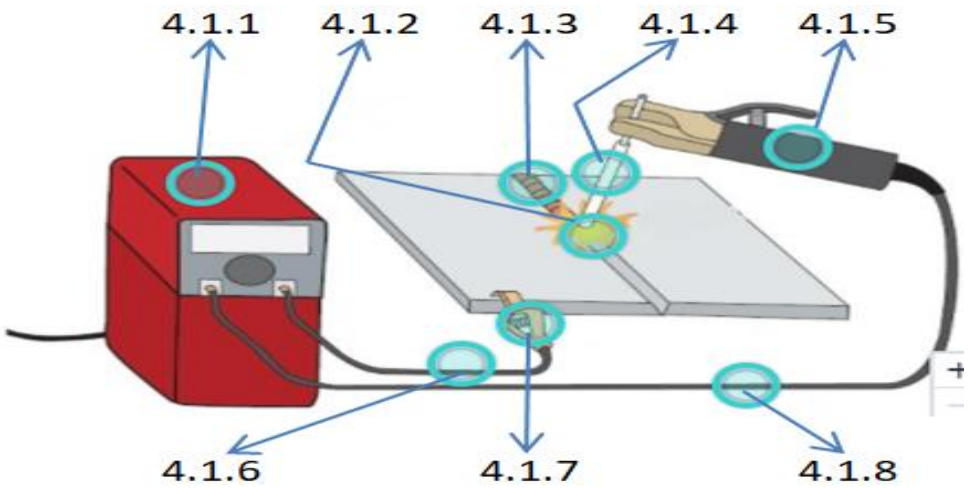

FIGURE 3 (8)
4.1 Study FIGURE 3 below and name the labelled components by writing only the answer next to the question number (4.1.1–4.1.8) in the ANSWER BOOK.